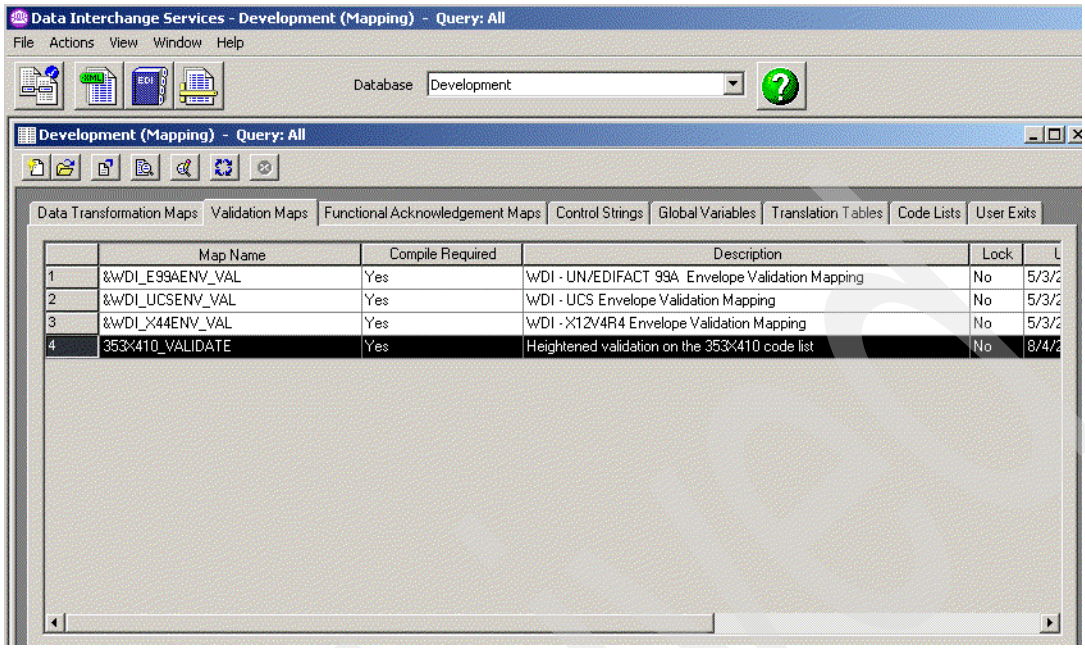

Figure 19-49 Validation map uploaded to Data Interchange Services Client
2. Upload the 355X410_VALIDATE map (as shown in Figure 19-49 on page 678).